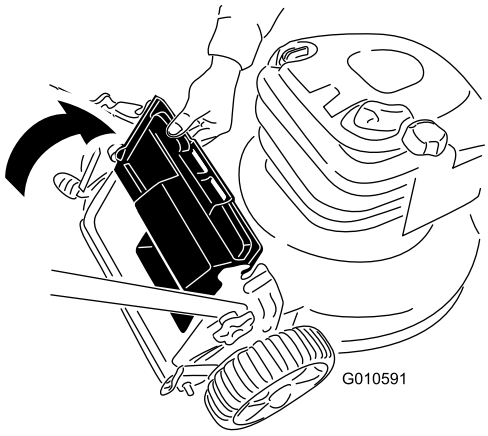

**Figuur 15**
2. Breng de afvoergeleider omhoog en houd deze omhoog (Figuur 15).